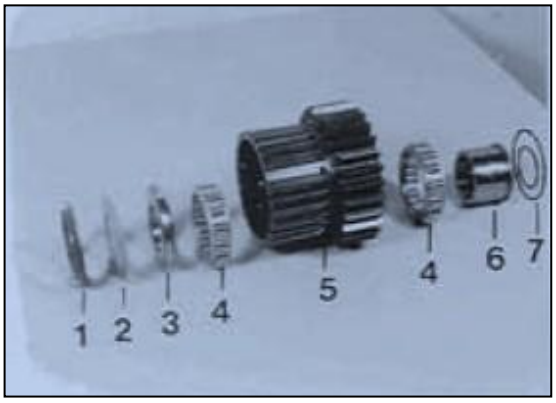
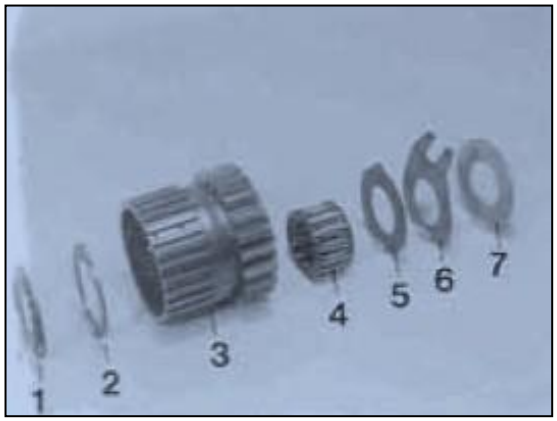

Figure 143
Figure 144
According to the Transmission Version, resp. operating conditions, different spur gear bearings are possible, see corresponding Spare Parts List as well as Figures 143 and 144 !
Spur Rear K4, Version "A" (Figure 143)
Spur gear K4, Version (Figure 144)
Install components 2 ... 6 (Figure 143), resp. 2 ... 4 (Figure 144), replace thrust plate (1) and introduce spur gear until all inner plates are received.
In case of spur gear bearing K4, Version "B" (Figure 144), lay forked washer and thrust washer upon the plane surface of the housing and measure up to the thrust washer.